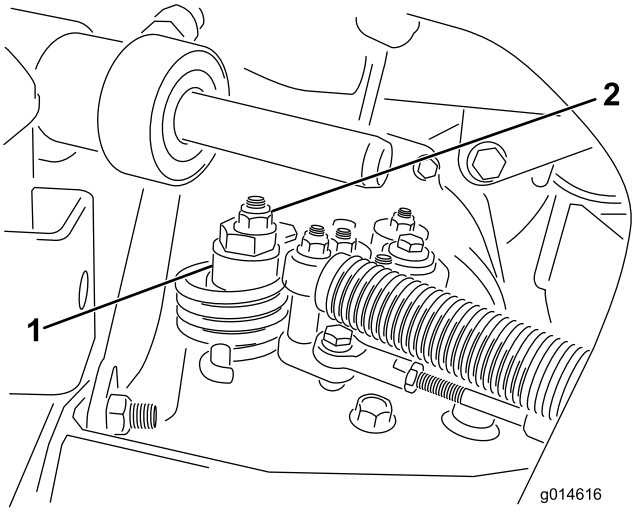

Figur 47
A. Lossa muttern som fäster excenterbulten på hydrostatens ovandel (Figur 47).
C. Vrid excenterbulten tills maskinen inte kryper i någon riktning. När hjulet slutar rotera drar du åt muttern som låser excenterbulten och justeringen (Figur 47). Kontrollera justeringen med gasreglaget i det långsamma och det snabba läget.